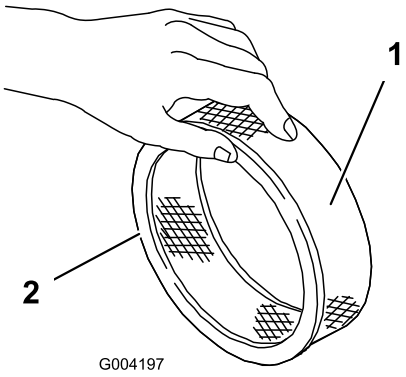

Rysunek 16
5. Sprawdź filtr papierowy pod kątem rozdarć, warstwy oleju i uszkodzenia gumowej uszczelki (Rysunek 16).
1. Ostrożnie wsuń piankowy filtr wstępny do wkładu papierowego (Rysunek 16).